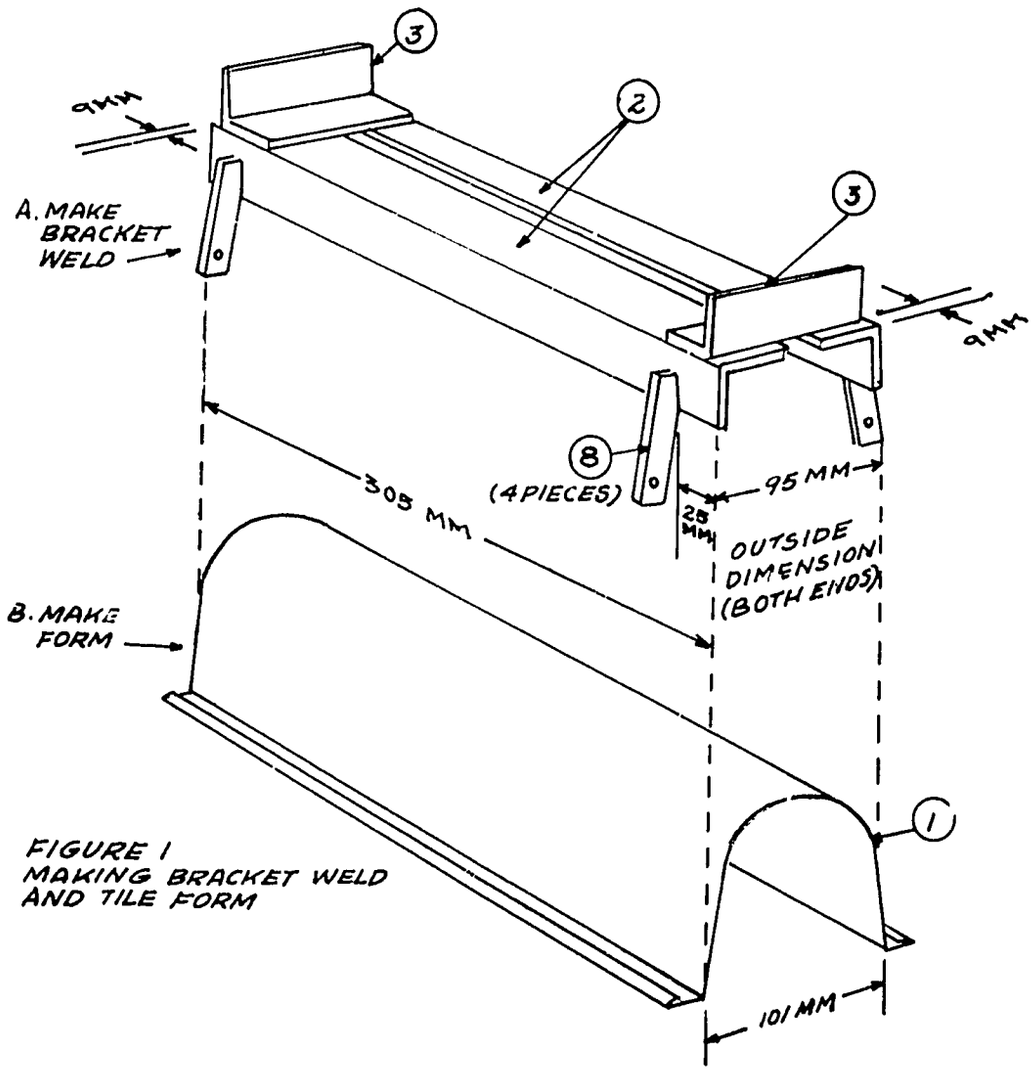
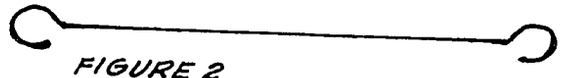
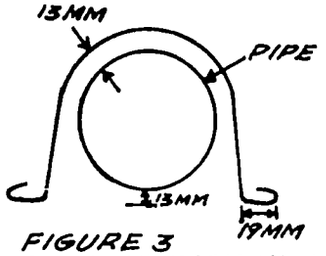

FIGURE 1
FIGURE 2
FIGURE 3
Part No. 19 is a wire or 3mm (3/32") diameter steel welding rod with the shape shown in Figure 2, but one of the eyes has to be formed after the part has been threaded through the hole in part No. 8 (see Figures 1 and 8).
1. The inside walls of the form are made of 16-gage galvanized iron. Part No. 1 as shown in Figure 1 is made from a sheet cut to a true rectangle, 26.6cm x 30.5cm (10 1/2" x 12"). This is bent to shape by putting a 6mm (1/4") fold on each of the 30.5cm (12") sides; bending 19mm (3/4") more of same sides to a right angle; and then shaping the sheet according to the curve shown in Figure 3. This lining is then fitted into the cradle which is made of parts No. 2 and 3. Parts No. 6 will be the end doors, which are also made of 16-gage sheet iron. The inside of the form should not be painted, as this interferes with its operation.